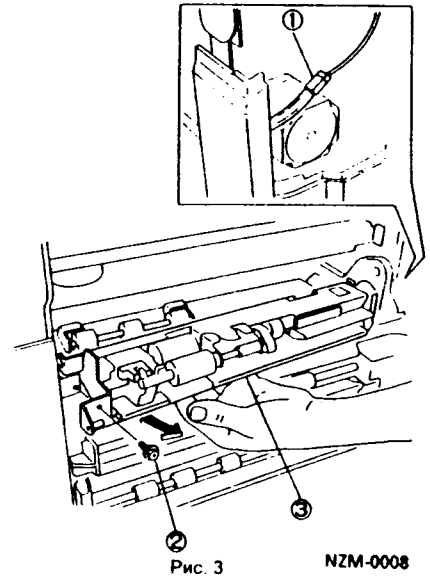

Рис. 3 NZM-0008
6. (Рис. 3): Снимите узел податчика MSI.
①. Отсоедините P/J616.
②. Отверните винт.
③. Снимите узел податчика MSI.